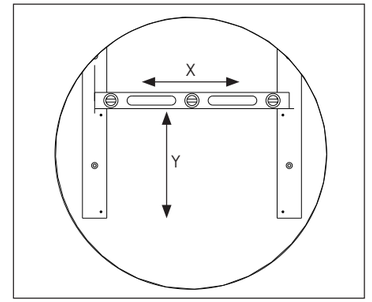

Figure 12: *Measure and Mark First Panel Location*
1. Measure and mark the correct panel location. Refer to **Figure 12**.